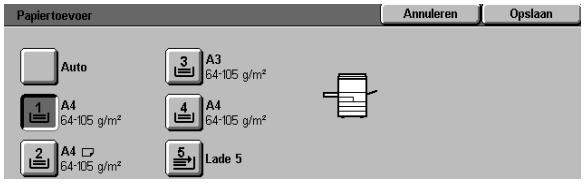

Figuur 22: Scherm Papiertoevoer
- De toets **Meer...** aanraken om het scherm voor papiertoevoer te tonen. Op dit scherm worden de vijf papierlade-opties getoond (zie figuur 22).